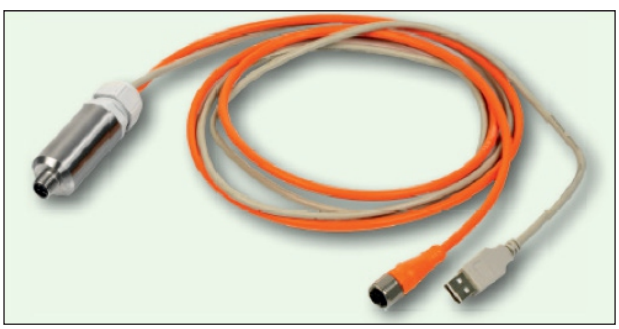

Figure 13: Programming adapter MPI-200
1. Connect the programming adaptor to your computer. An MPI-200 picture is provided in **Figure 13**. The MPI-200 connects the LTM-2 level probe to a computer. Calibration and programming is done on the computer. **Figure 14** defines each connection.